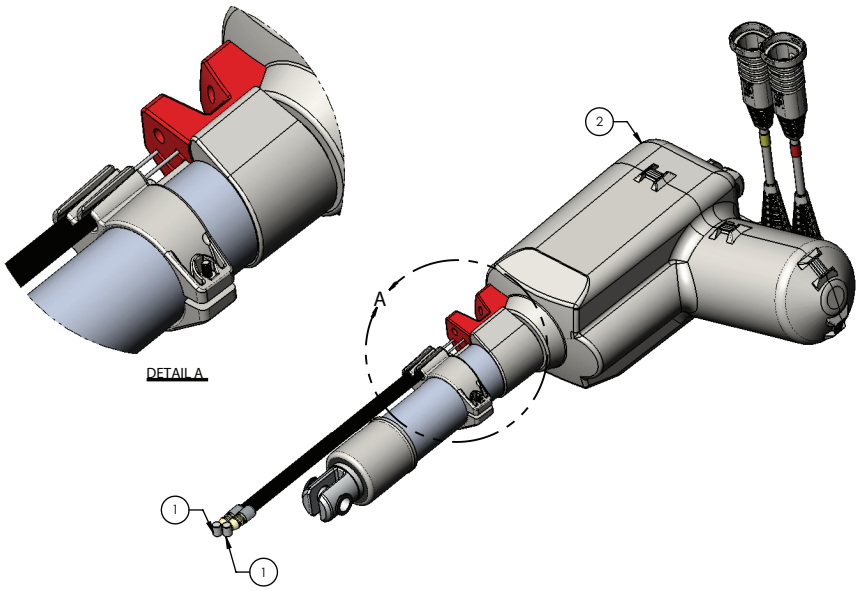

Figure 29 – Sangle RCP du relève-buste
11. À l'aide d'un petit tournevis plat, retirer le dispositif de retenue de sangle RCP gris de la sangle RCP rouge. Une entretoise blanche située entre la sangle RCP et le support de fixation du câble de RCP tombe (Figure 29). Conserver l'entretoise blanche.